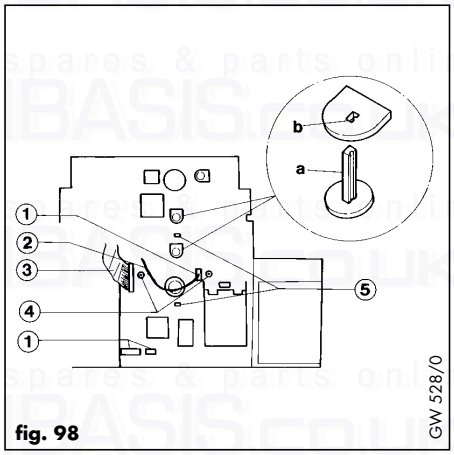

fig. 98
- Disconnect three cable plugs (1, fig. 98) and flame sensor lead (2, fig. 98).
- Unplug ribbon cable (3, fig. 98) from relay board.
- Remove two screws (4, fig. 98).
- Squeeze together the board retaining clips (5, fig. 98) and lift board out of control box.